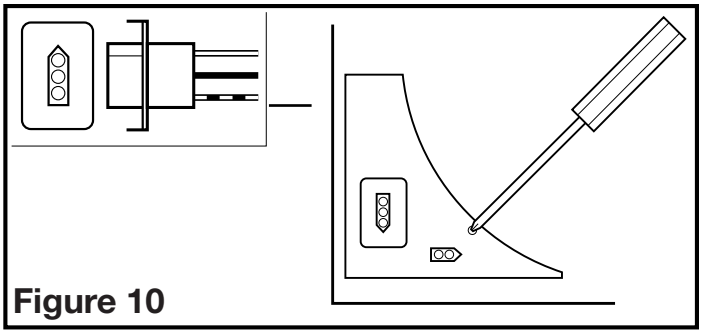

Figure 10
2. Réinstaller le couvercle du compartiment de câble du ventilateur en place. Faire tourner la roue de la soufflante à la main pour vous assurer qu'elle tourne librement. Brancher le cordon à raccordement rapide dans le réceptacle. Ce cordon ne s'ajuste que d'une seule façon dans le réceptacle **(Figure 10).**